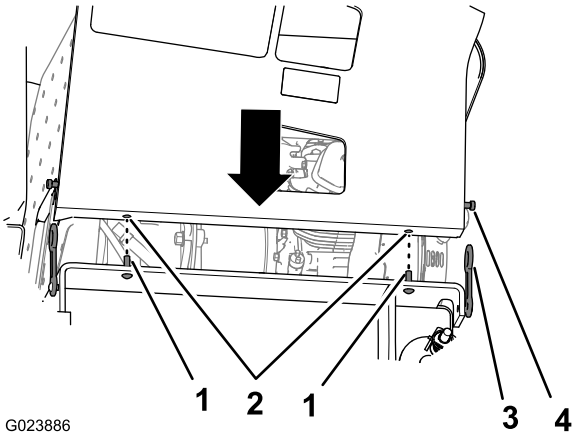

Figure 17
1. Alignez le capot du moteur sur la machine (Figure 17).
2. Abaissez soigneusement le capot tout en alignant les goupilles de guidage du châssis et les trous du capot (Figure 17).
3. Fixez le capot du moteur au châssis en engageant les 4 verrous du châssis sur les 4 montants de verrouillage du capot (Figure 17).